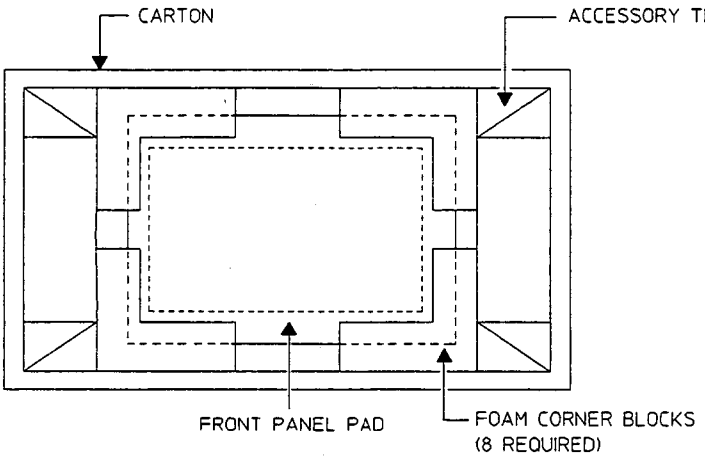

Figure 1-8.
- Containers and materials identical to those used in factory packaging are available through Hewlett-Packard offices, see figure 1-8. If the analyzer is being returned to Hewlett-Packard for service, attach a tag describing the type of service required, the return address, model number, and full serial number. Also, mark the container FRAGILE to ensure careful handling. In any correspondence, refer to the analyzer by model number and full serial number.